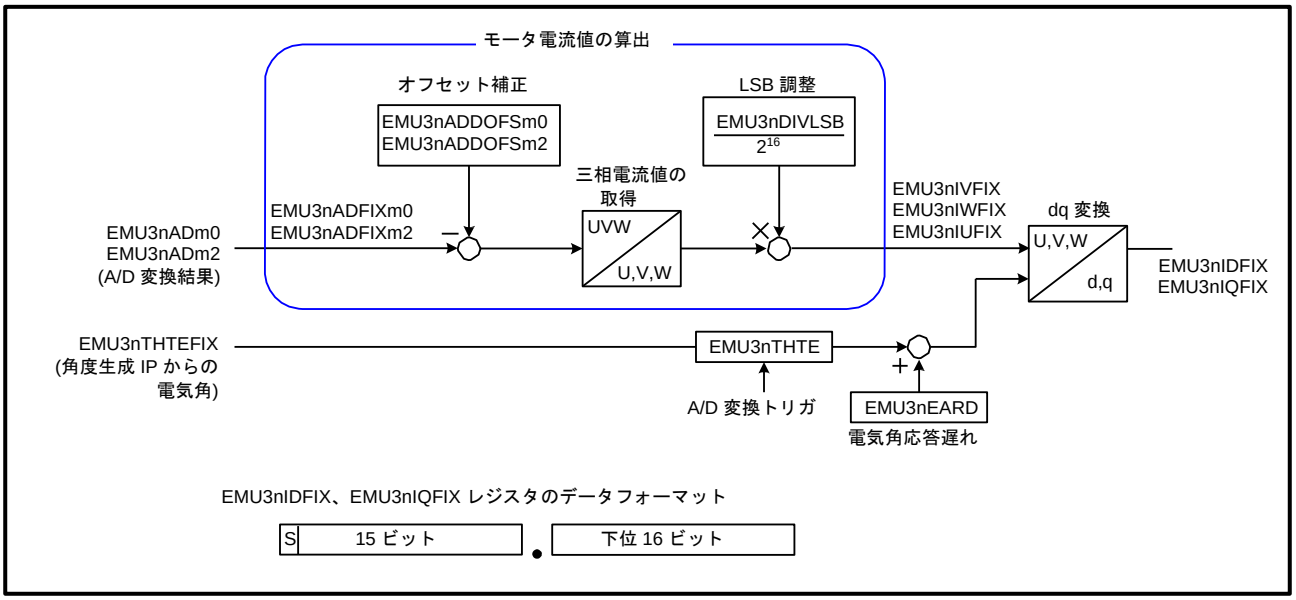

図 2-3 入力 IP のブロック図
- 入力 IP は二相のモータ電流値から残り一相の電流値を求め、さらに求めた電流値と電気角をもとに dq 変換を行います。EMU3nIPTRG レジスタの INIPTRG[1:0]ビットを“B’10”に設定した場合、A/D 変換が完了すると入力 IP が自動的に起動します。EMU3nTHTEFIX レジスタに格納された値は、A/D トリガ発生時に入力 IP へ転送され、EMU3nTHTE レジスタに格納されます。図 2-3 に入力 IP のブロック図を示します。